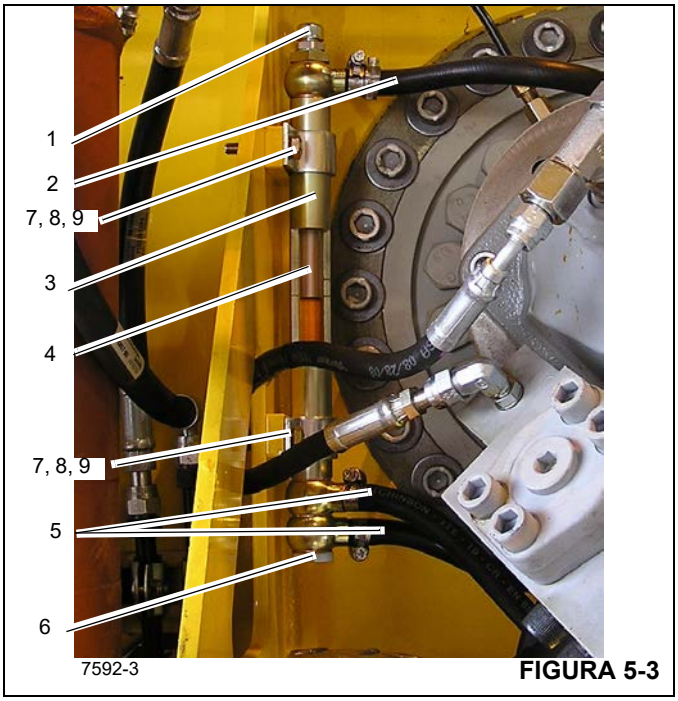

FIGURA 5-3
- **a.** Coloque um receptáculo sob o tubo (3) (Figura 5-3).
- **b.** Desrosqueie as porcas (1) e (6) (Figura 5-3) e deixe o óleo escoar para fora.
- **c.** Ao remover o tubo de óleo, remova os parafusos com cabeça (7), as arruelas planas (8), as porcas (9) (Figura 5-3) e todo o tubo de óleo da superestrutura.
11. Se o tubo de óleo (3) (Figura 5-3) tiver sido removido, instale e prenda as porcas (9), arruelas planas (8) e parafusos com cabeça (7). Certifique-se de que a marca de máximo no tubo de nível de óleo esteja posicionada no meio do guincho.
12. Coloque o óleo através do tubo de óleo (3) (Figura 5-3) até a marca de máximo (4). Consulte *Lubrificação, página 9-1*. Reponha as juntas de vedação e prenda as mangueiras (2) com o parafuso (1) (Figura 5-3).
1. Coloque um receptáculo sob o tubo (3) (Figura 5-3).
2. Desrosqueie as porcas (1) e (6) (Figura 5-3) e deixe o óleo escoar para fora.
1. Instale a porca inferior do dreno do indicador visual (6) (Figura 5-3).
2. Abasteça o óleo através do tubo de óleo (3) (Figura 5-3) até a marca de máximo (4). Consulte *Lubrificação, página 9-1*.
3. Instale a porca de enchimento (1).